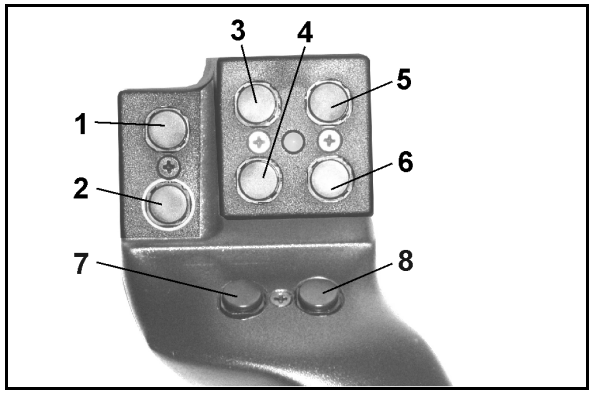
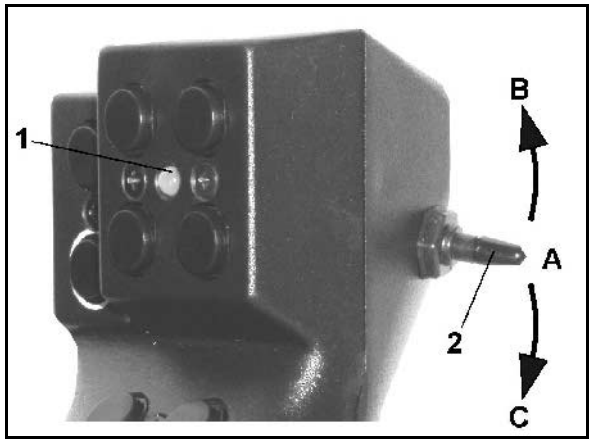

Fig. 55
Fig. 56
For the actuation of **AMATRON+** the joystick (Fig. 55) provides 8 keys (1 – 8). In addition the coverage of the keys can be changed 3 times by the switch (Fig. 56/2).
- mid position (Fig. 56/A) and can be moved
- upwards (Fig. 56/B) or
- downwards (Fig. 56/C).
The position of the switch is indicated by a LED light (Fig. 56/1).